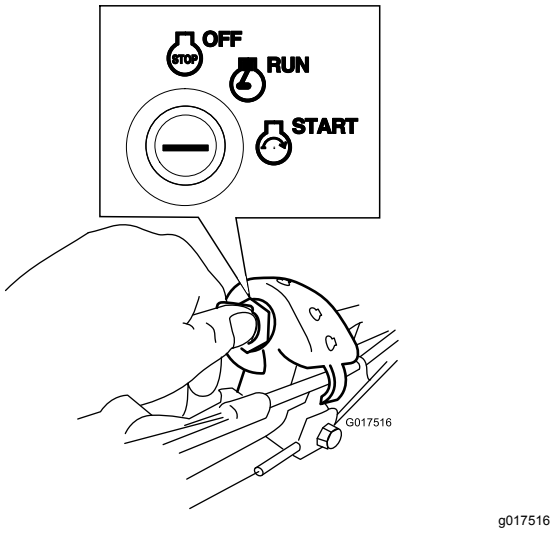

Bild 18
- **Zündschlüssel:**Stellen Sie den Zündschlüssel auf die Start-Stellung (Bild 18); lassen Sie den Schlüssel los, wenn der Motor anspringt.
1. Drehen Sie den Zündschlüssel in die LAUF-Stellung (Bild 18).